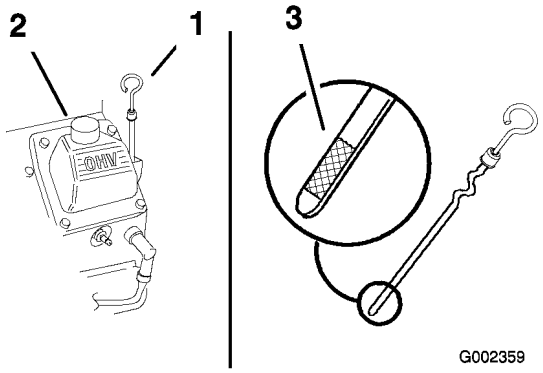

Figur 37
4. Gör rent omkring oljestickan (Figur 37) så att smuts inte kan falla ned i påfyllningshålet och orsaka motorskador.
5. Skruva loss oljestickan och torka ren änden (Figur 37).
6. Stick ned oljestickan så långt det går i påfyllningsröret, men skruva inte fast den (Figur 37).
7. Häll långsamt i cirka 80 % av angiven olja i påfyllningsröret (Figur 37).